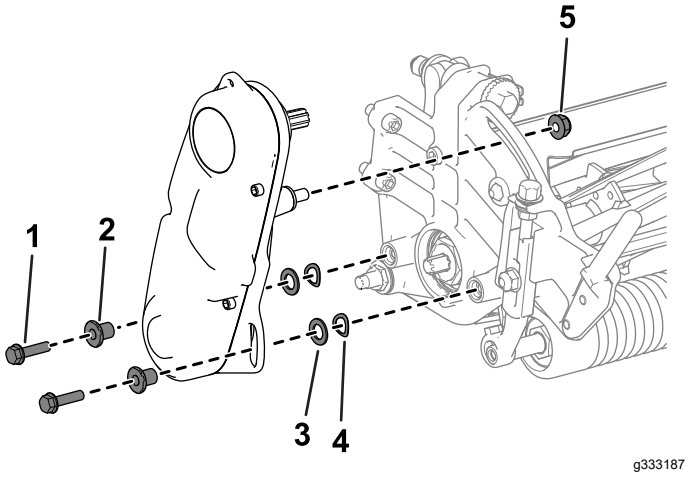

Figur 44
2. Ta bort fästelementen som fäster cylinderdrivsatsen vid sidoplåten (Figur 44).
3. Avlägsna cylinderdrivsatsen, planbrickorna, fjäderbrickorna och distansbrickorna från sidoplåten (Figur 44).